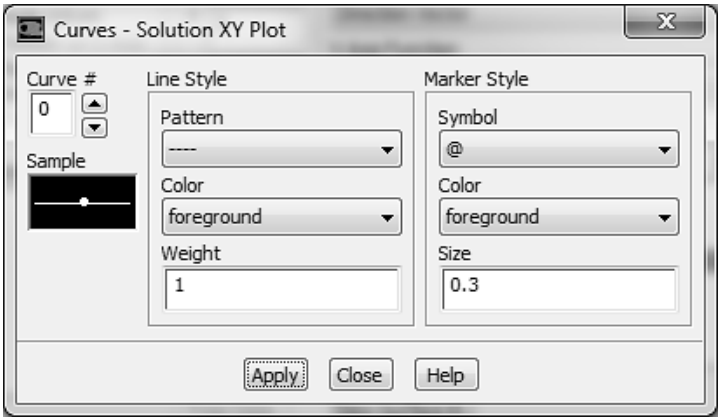

Рис. 69.
6) В появившемся окне Curves - Solution XY Plot выбрать значение Pattern раздела Line Style, как показано на рис. 69.